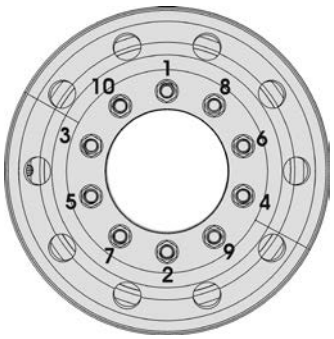

**FIGURE 3: TIGHTENING SEQUENCE** 13018
It is also important that wheel stud nuts be tightened alternately on opposite sides of the wheel. Refer to Figure 3 for the suggested tightening sequence.
Tighten stud nuts progressively as shown in Figure 3. The final tightening should be done with a torque wrench.
2. Screw in the hex stud nuts (refer to Figure 3 for sequence) so that wheel will position itself concentrically with hub. This is important, otherwise wheel may be eccentric with hub and will not run straight. In this initial step, slightly tighten the nuts to correctly position the wheel;
3. Tighten stud nuts progressively as shown in Figure 3. The final tightening should be done with a torque wrench.
With inner and outer wheels installed, tighten the stud nuts progressively as shown in Figure 3. The final tightening should be done with a torque wrench.
Repeat for each of the 10 *"hex stud nuts"* according to the tightening sequence in figure 3.
Using a calibrated torque wrench, tighten wheel nuts. Do not use power tools or long bars for tightening. Tighten wheel nuts alternately as shown in figure 3.